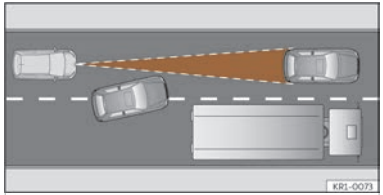

Fig. 145 Changement de voie d'un véhicule.
- Véhicules changeant de voie pour aller sur la vôtre, à courte distance de votre véhicule ››› **fig. 145**.